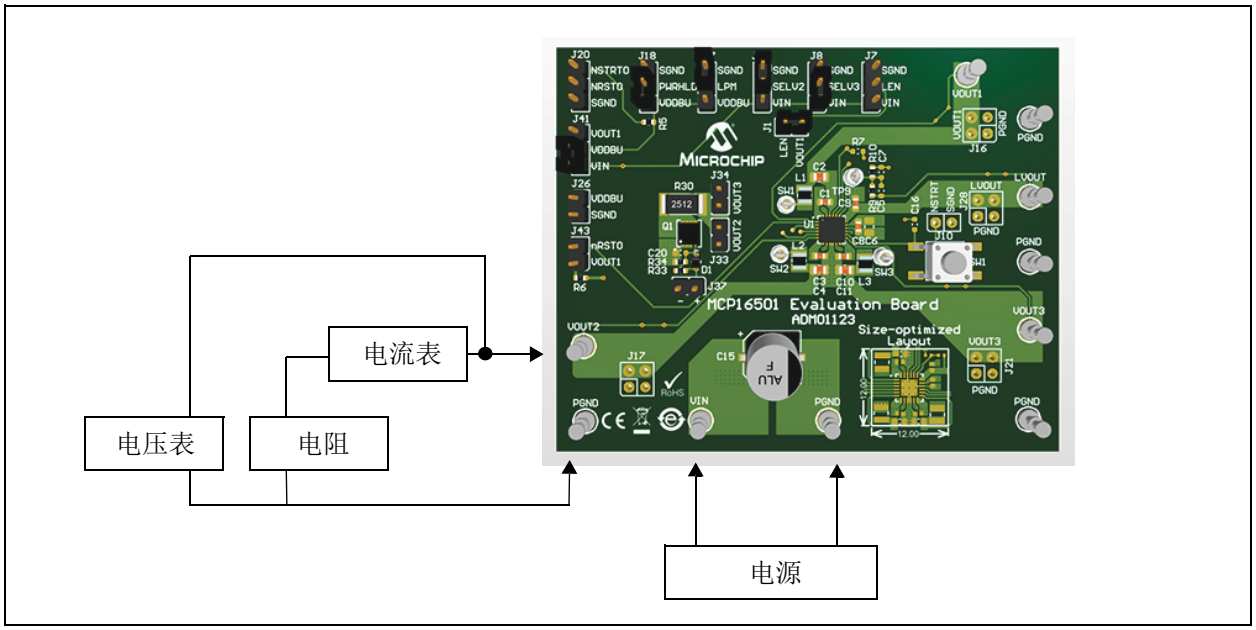

图2-1： *MCP16501评估板连接和跳线放置*
3. 确保按图2-1所示连接跳线（PWRHLD = 高电平，LPM = SELV2 = 低电平，SELV3 = 高电平，VDDBU = VIN且LEN = VOUT1）。将LDO使能输入（LEN）连接到VOUT1后，LPDDR2就能正确上电。